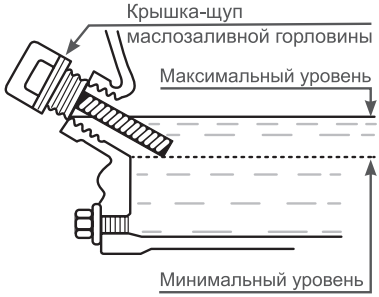

Рис. 10 Уровень масла в картере двигателя
4. Установите крышку-щуп в отверстие горловины, не закручивая (Рис. 10).
Максимальный уровень масла в картере соответствует нижней кромке заливного отверстия (Рис. 10).
При недостаточном уровне масла в картере необходимо долить чистое масло до верхней отметки на щупе, что соответствует нижней кромке заливного отверстия (Рис. 10).